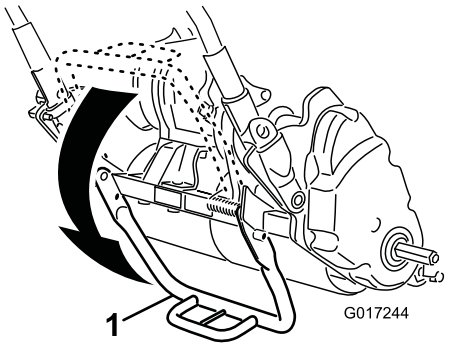

Figur 18
1. Tryck ned stödets mittdel med foten och lyft det nedre handtaget tills stödet vrids framåt och över mittdelen (Figur 18).